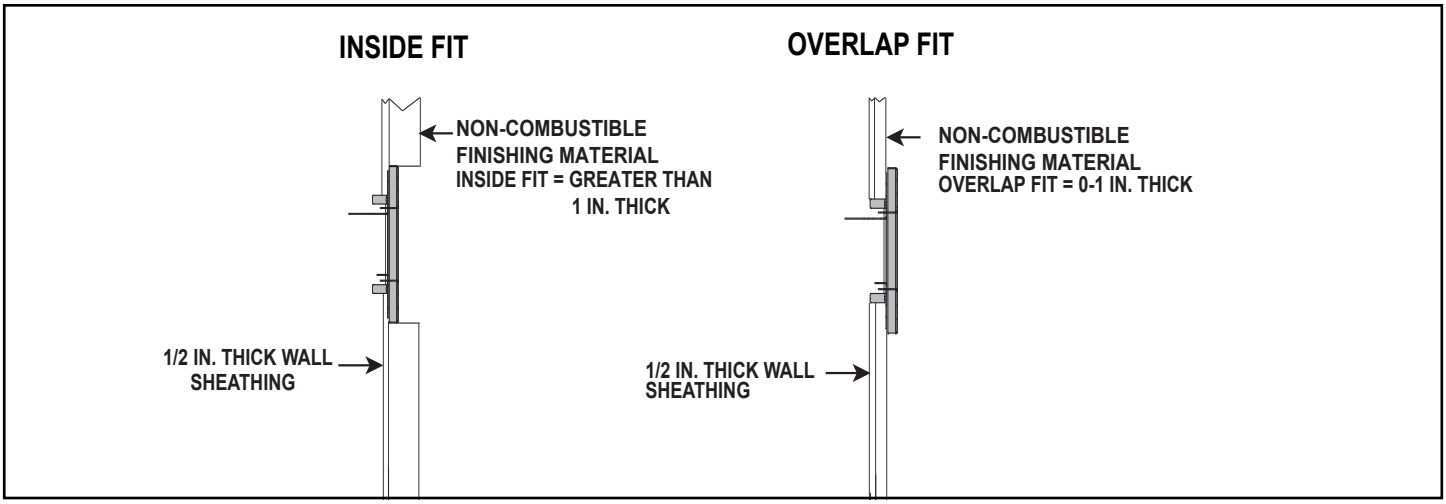
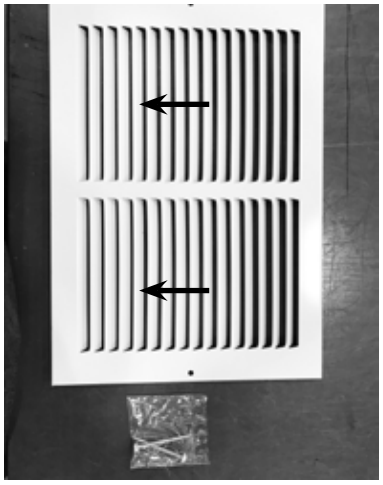

Figure 12 Inside Fit and Overlap Fit
Figure 14 Correct Register Orientation
1 Inch Thick or Less: When using Non-Combustible facing material in this thickness range, the Overlap Fit method may be used. See Figure 12. Place facing materials up to the edge of the discharge opening and install trim kit as instructed. Facing must not interfere with the air flow through the trim kit.
Greater than 1 Inch: Non-Combustible facing material in this thickness range must use the Inside Fit method. See Figure 12. Place facing materials up to ½ in. (13mm) away from the edge of the trim kit to allow for proper removal of the vent cover. Install trim kit as instructed. Consult the appliance Installation Manual to determine maximum facing material thickness.
1 Inch Thick or Less: When using Non-Combustible facing material in this thickness range, the Overlap Fit method may be used. See Figure 12. Place facing materials up to the edge of the discharge opening and install register covers as instructed. Facing must not interfere with the air flow through the trim kit.
Greater than 1 Inch: Non-Combustible facing material in this thickness range must use the Inside Fit method. See Figure 12. Place facing materials up to the edge of the register covers. Install register covers as instructed. See Figure 14. Consult the appliance Installation Manual to determine maximum facing material thickness.
1. Install register cover with louvers facing the front of the fireplace (control side) using provided screws See Figure 14.